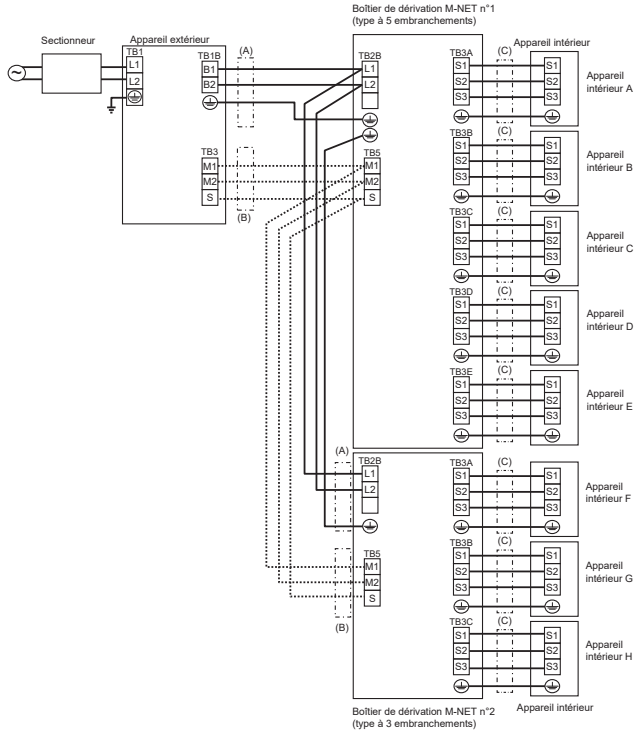

Fig. 8-9
4) Raccordez fermement chaque fil sur le bornier approprié. (Fig. 8-9)
8.4. Procédure de câblage externe (Fig. 8-9)